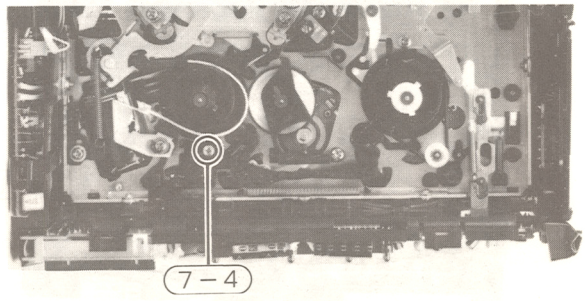

Fig. 24 Safety Tab Switch
7. Safety tab switch (Fig. 24)